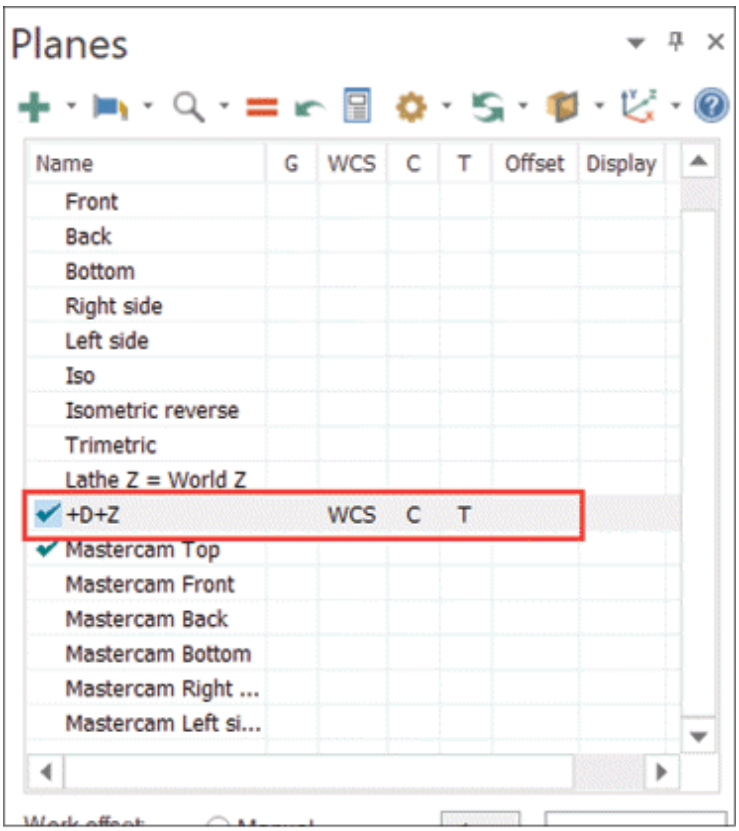

Figure-111. Setting plane
- Set the **+D+Z** plane as WCS, construction, and tool plane in the **Planes Manager**; refer to Figure-111.